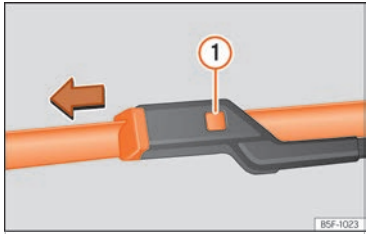

Fig. 153 Canvi de les escombretes de l'eixugaparabrises.
- Mantingueu premuda la tecla de desbloqueig ››› fig. 153 ① mentre estireu lleugerament l'escombreta en el sentit de la fletxa.